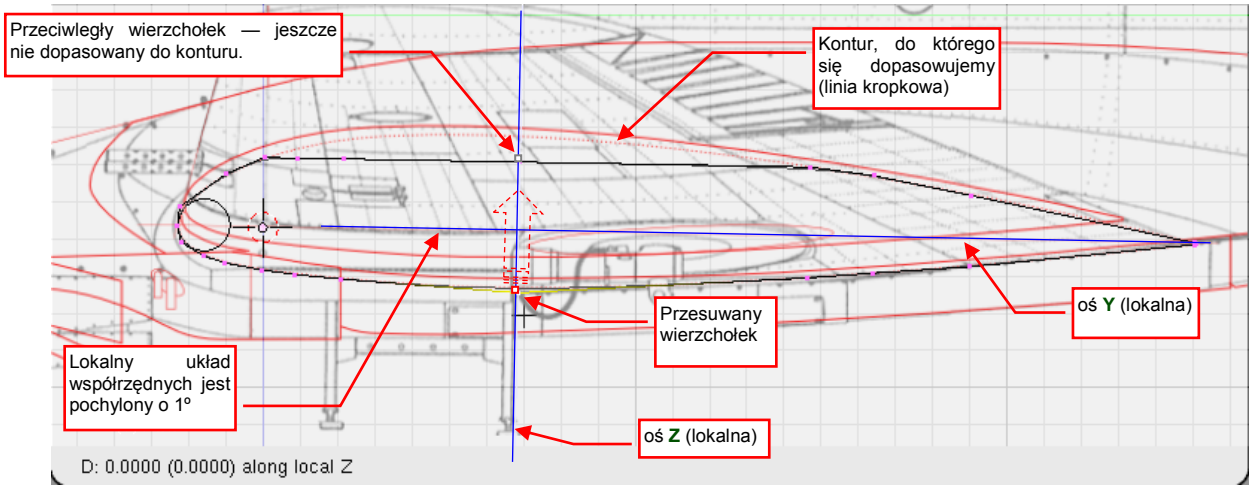

Rysunek 3.4.9 Formowanie profilu — przesuwanie wierzchołka wzdłuż lokalnej osi Z
Przełącz się z powrotem w tryb edycji (*Edit Mode*). Włącz wygładzenie linii (dodając modyfikator *Subdivision Surface*) i ustaw jego poziom (*Subdivisions*) na 2. Włącz tryb wyświetlania *Wireframe* (Z), by oprócz linii siatki, zobaczyć na ekranie także cienką, wygładzony kontur efektywnego kształtu. Spróbuj najpierw odwzorować profil płata, przesuwając tylko istniejące wierzchołki. Nie zmieniaj ich pozycji względem cięciwy profilu (lokalnej osi **Y**), gdyż pod tym względem zostały już "ustawione". Możesz je jedynie przesuwać wzdłuż lokalnej osi **Z** (kombinacja G,Z,Z — Rysunek 3.4.9):
- Oryginalne wierzchołki, które możesz tylko przesuwać w kierunku **Z**, poznasz po tym, że występują "parami". Każdemu takiemu wierzchołkowi na dolnym obrysie profilu odpowiada wierzchołek na górnym obrysie profilu. Obydwa leżą w tym samym miejscu lokalnej osi **Y** (Rysunek 3.4.9).